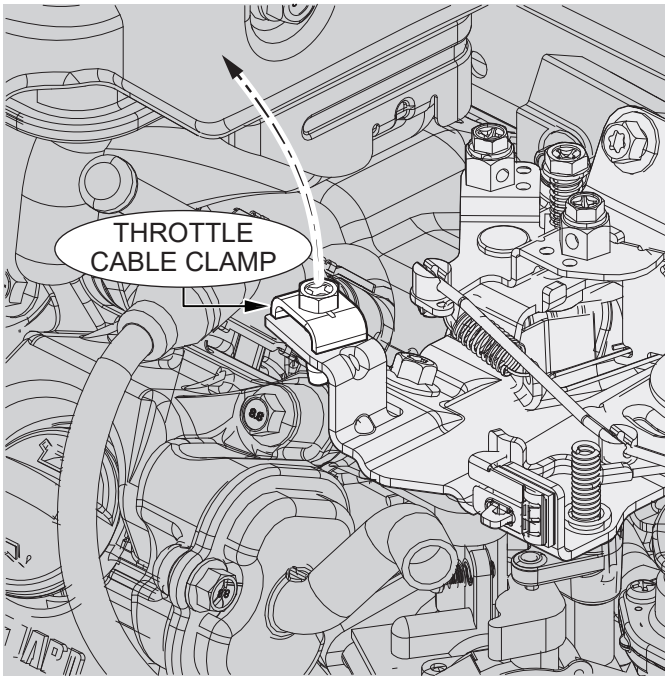

Figure 13. Remove Throttle Cable Clamp
8. Remove the **throttle cable clamp** (Figure 13).